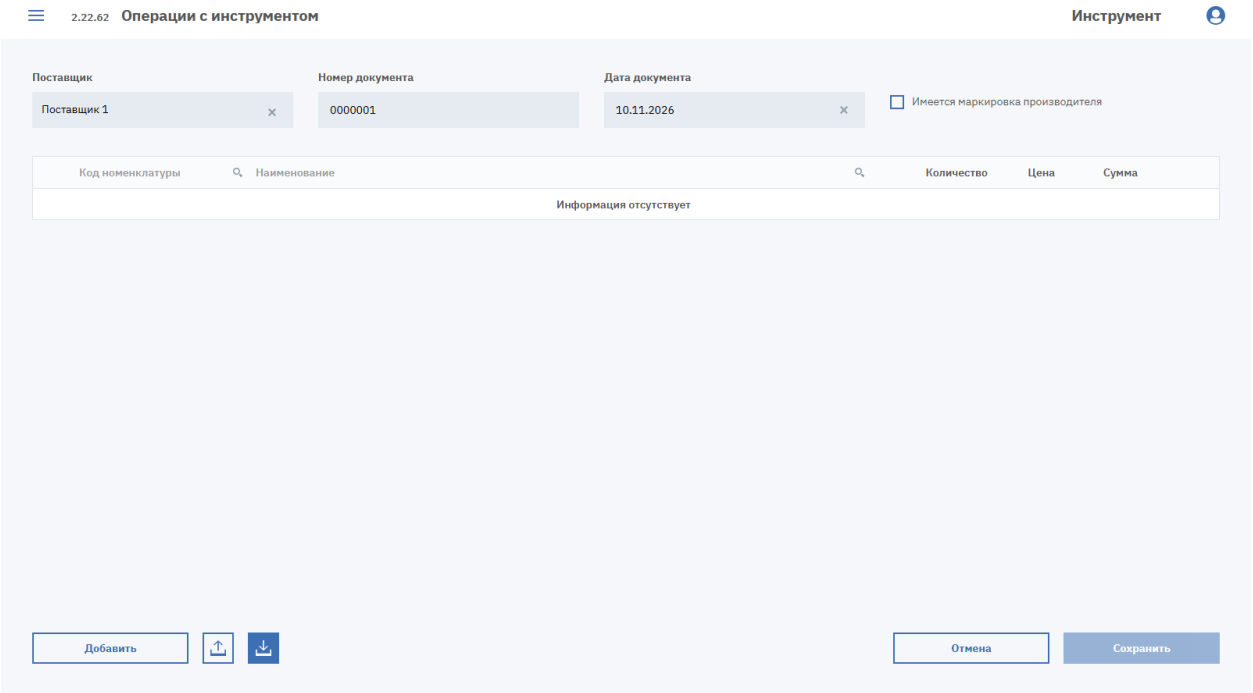

Рисунок 139. Заполнение реквизитов приходного документа
4. Проверьте поле «Дата документа» (по умолчанию – текущая дата) и при необходимости установите другую дату (см. Рисунок 139).